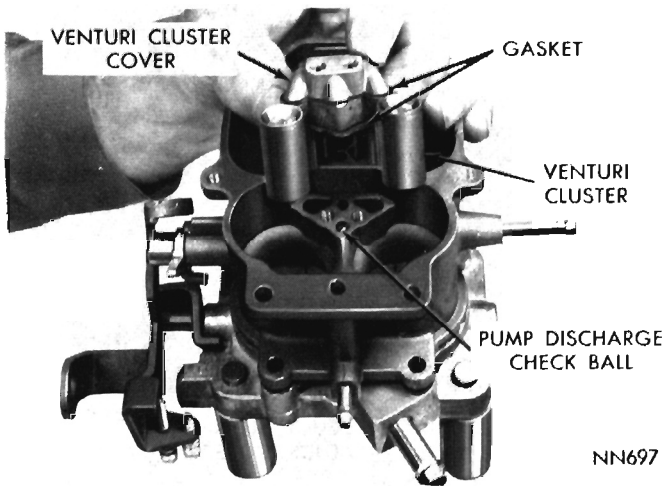

Fig. 6—Removing or Installing Venturi Cluster
(13) Remove venturi cluster screws, then lift venturi cluster and gaskets up and away from main body, (Fig. 6). Discard gaskets. **Do not remove the idle orifice tubes or main vent tubes from the cluster.** They can be cleaned in a solvent and dried with compressed air.
(14) Invert carburetor and drop out accelerator pump discharge and intake check balls.
(15) Remove white plastic limiter cap from idle air mixture screws. (Be sure and count number of turns to seat the screw, as the same number of turns (from the seat) must be maintained at installation.) Remove screws and springs from throttle body.
(16) Remove screws that attach throttle body to main body. Separate bodies.
(17) Test freeness of choke mechanism in air horn. The choke shaft must float free to operate correctly. If choke shaft sticks in bearing, or appears to be gummed from deposits in air horn, a thorough cleaning will be required.
(5) Install new gaskets on venturi cluster, then install in position in main body. (Fig. 6). Install cluster screws and tighten securely.
(6) Before installing step-up piston, be sure step-up rods are able to move freely each side of vertical